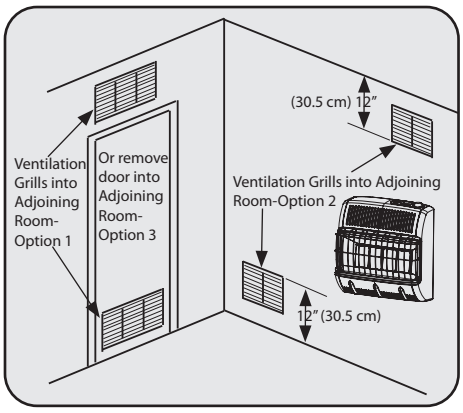

Figure 2
a. Rework worksheet, and the space of an adjoining room. If the extra space provides an unconfined space, remove door to adjoining room or add ventilation grills between the rooms. See Ventilation From Inside Building (Fig. 2)
This fresh air would come from an adjoining unconfined space. When ventilation to an adjoining unconfined space, you must provide two permanent openings: one within 12" of the ceiling and one within 12" of the floor on the wall connecting the two spaces (see options 1 & 2 of figure 2). You can also remove door into adjoining room (see option3, fig 2). Follow the National Fuel Gas Code NFPA 54/ ANSI Z223.1, Section 5.3, Air for Combustion and Ventilation for required size of ventilation grills or ducts.